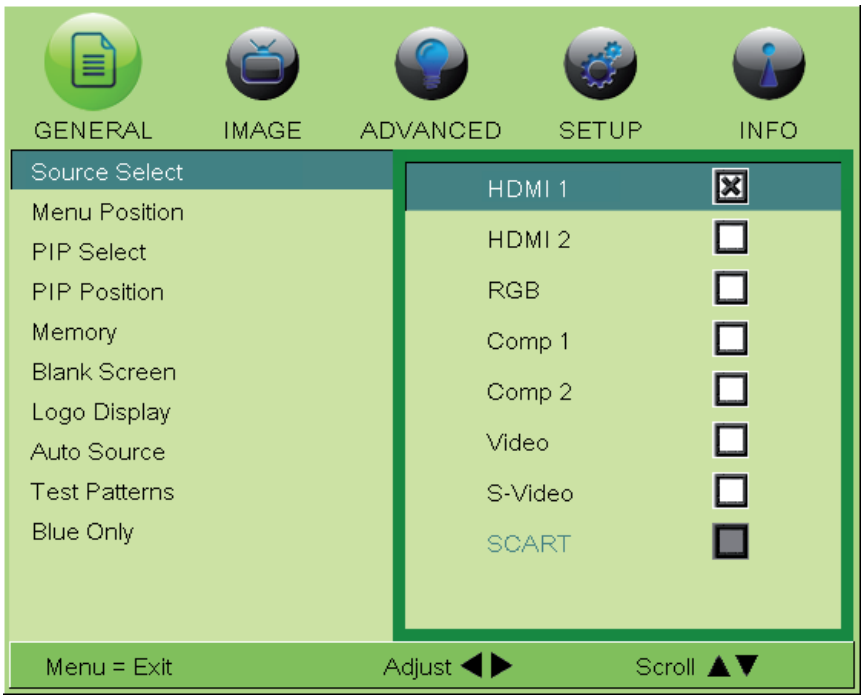

Figure 4-3: Source Select Sub-Menu
- **Source Select:** To select a video source, press ▲ or ▼ to highlight Source Select, then press ENTER. This displays the Source Select submenu, shown in Figure 4-3.